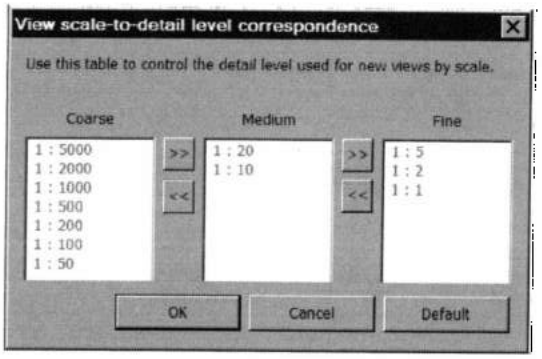

Рис. 4.3. *Настройка уровней детализации масштабов*
1. На ленте **Manage** (Управление) в разделе **Project Settings** (Настройки проекта) открыть из меню **Settings** (Параметры) командой **Detail Level** (Уровень детализации) бокс **View-scale-default ltvel correspodence** (Соответствие между масштабом вида и уровнем детализации) (рис. 4.3).